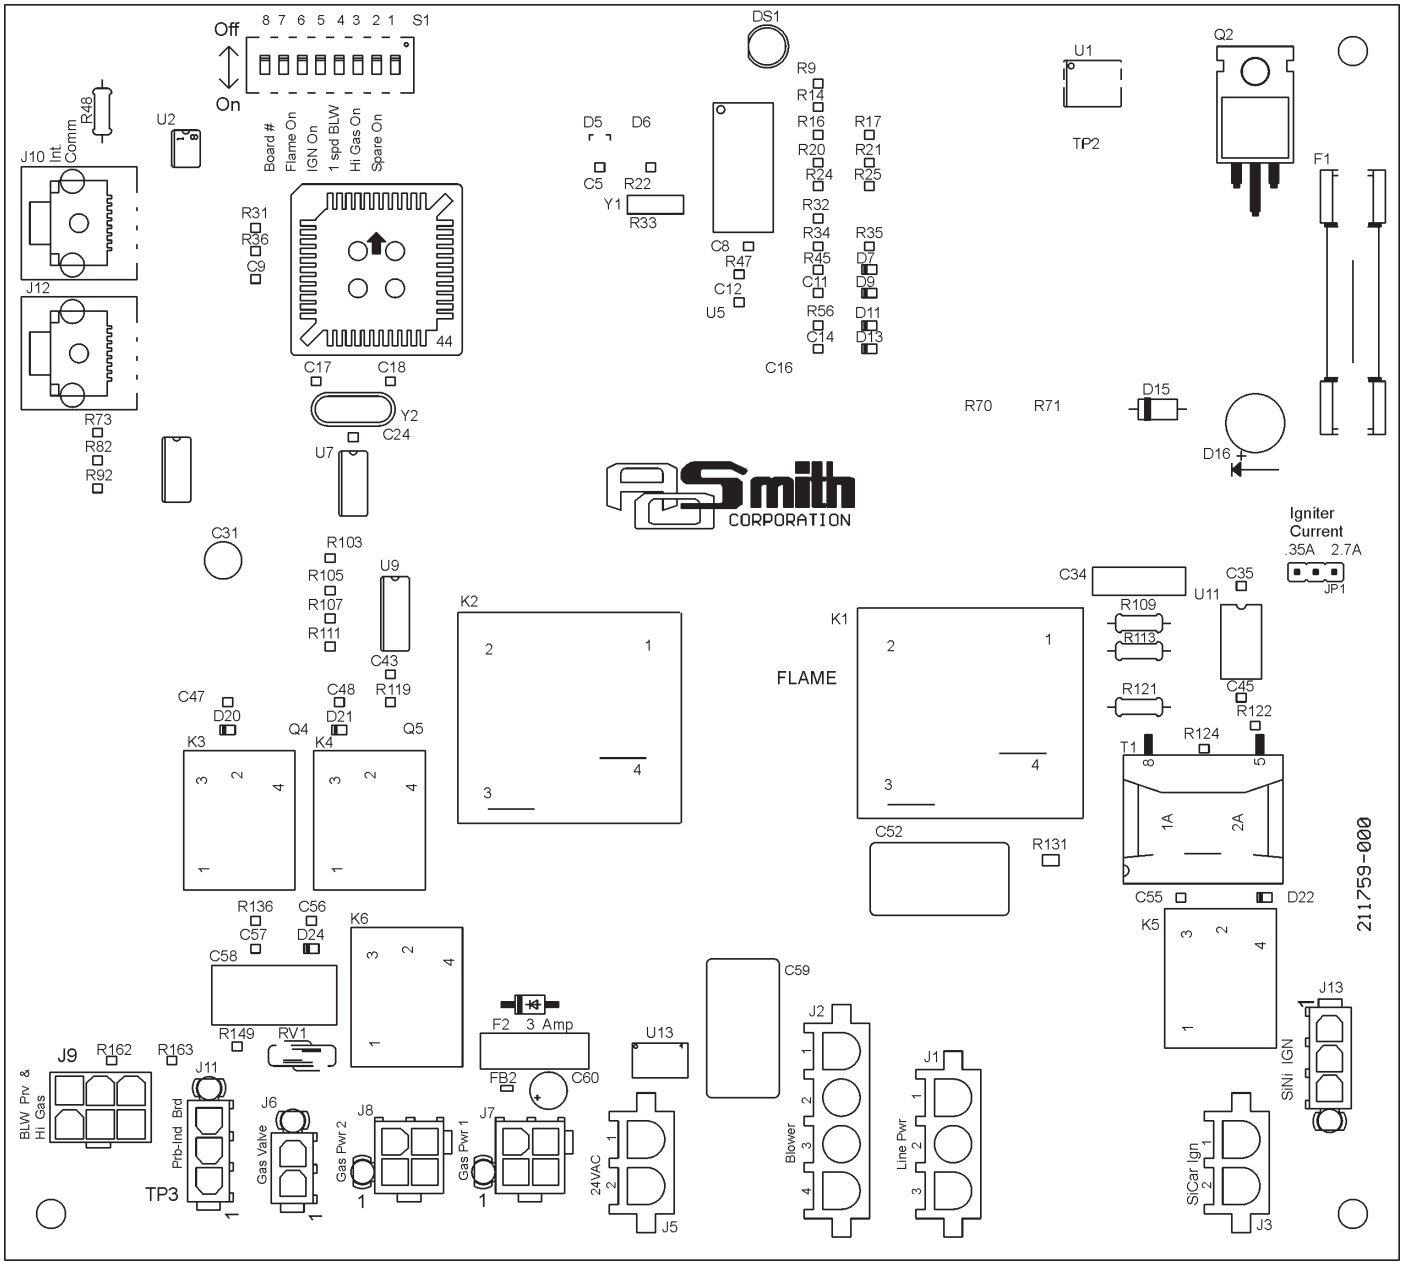

FIGURE 17B. - FCB (FLAME CONTROL BOARD) DIAGRAM
- Flame Control Board (FCB), see Figure 17B.